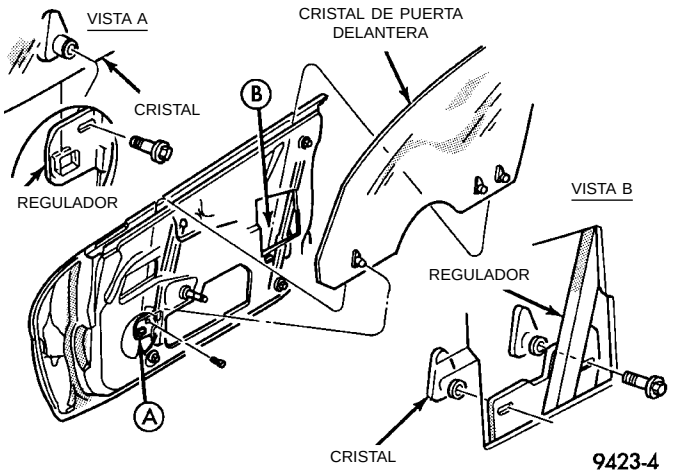

Fig. 86 Cristal de puerta delantera
(1) Retire el panel tapizado de la puerta y el protector contra el agua.
(2) Baje el cristal de la puerta hasta el final del recorrido para tener acceso a las sujeciones del cristal. (Fig. 86)
(3) Afloje los tres pernos de sujeción del cristal.
(4) Levante el cristal hasta la parte superior del recorrido y ajuste el cristal para que encaje en la junta del parante B. La separación entre el cristal y el aplique del parante B debe ser aproximadamente de 13 mm (1/2 pulgada).
(5) Apriete los dos dispositivos de fijación accesibles del cristal en la posición de totalmente arriba.